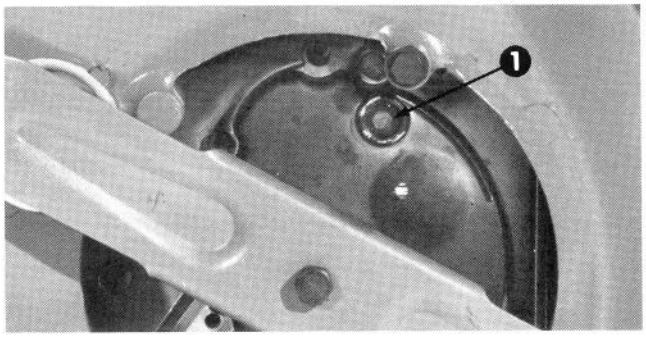

Figure 22
3. Tip mower on its left side and rotate blade until oil drain plug is exposed (Fig. 22).
4. Clean area around drain plug. Using 7/16-inch open end wrench, remove drain plug (Fig. 22). Gradually tip mower back to its normal position so oil flows into drain pan.